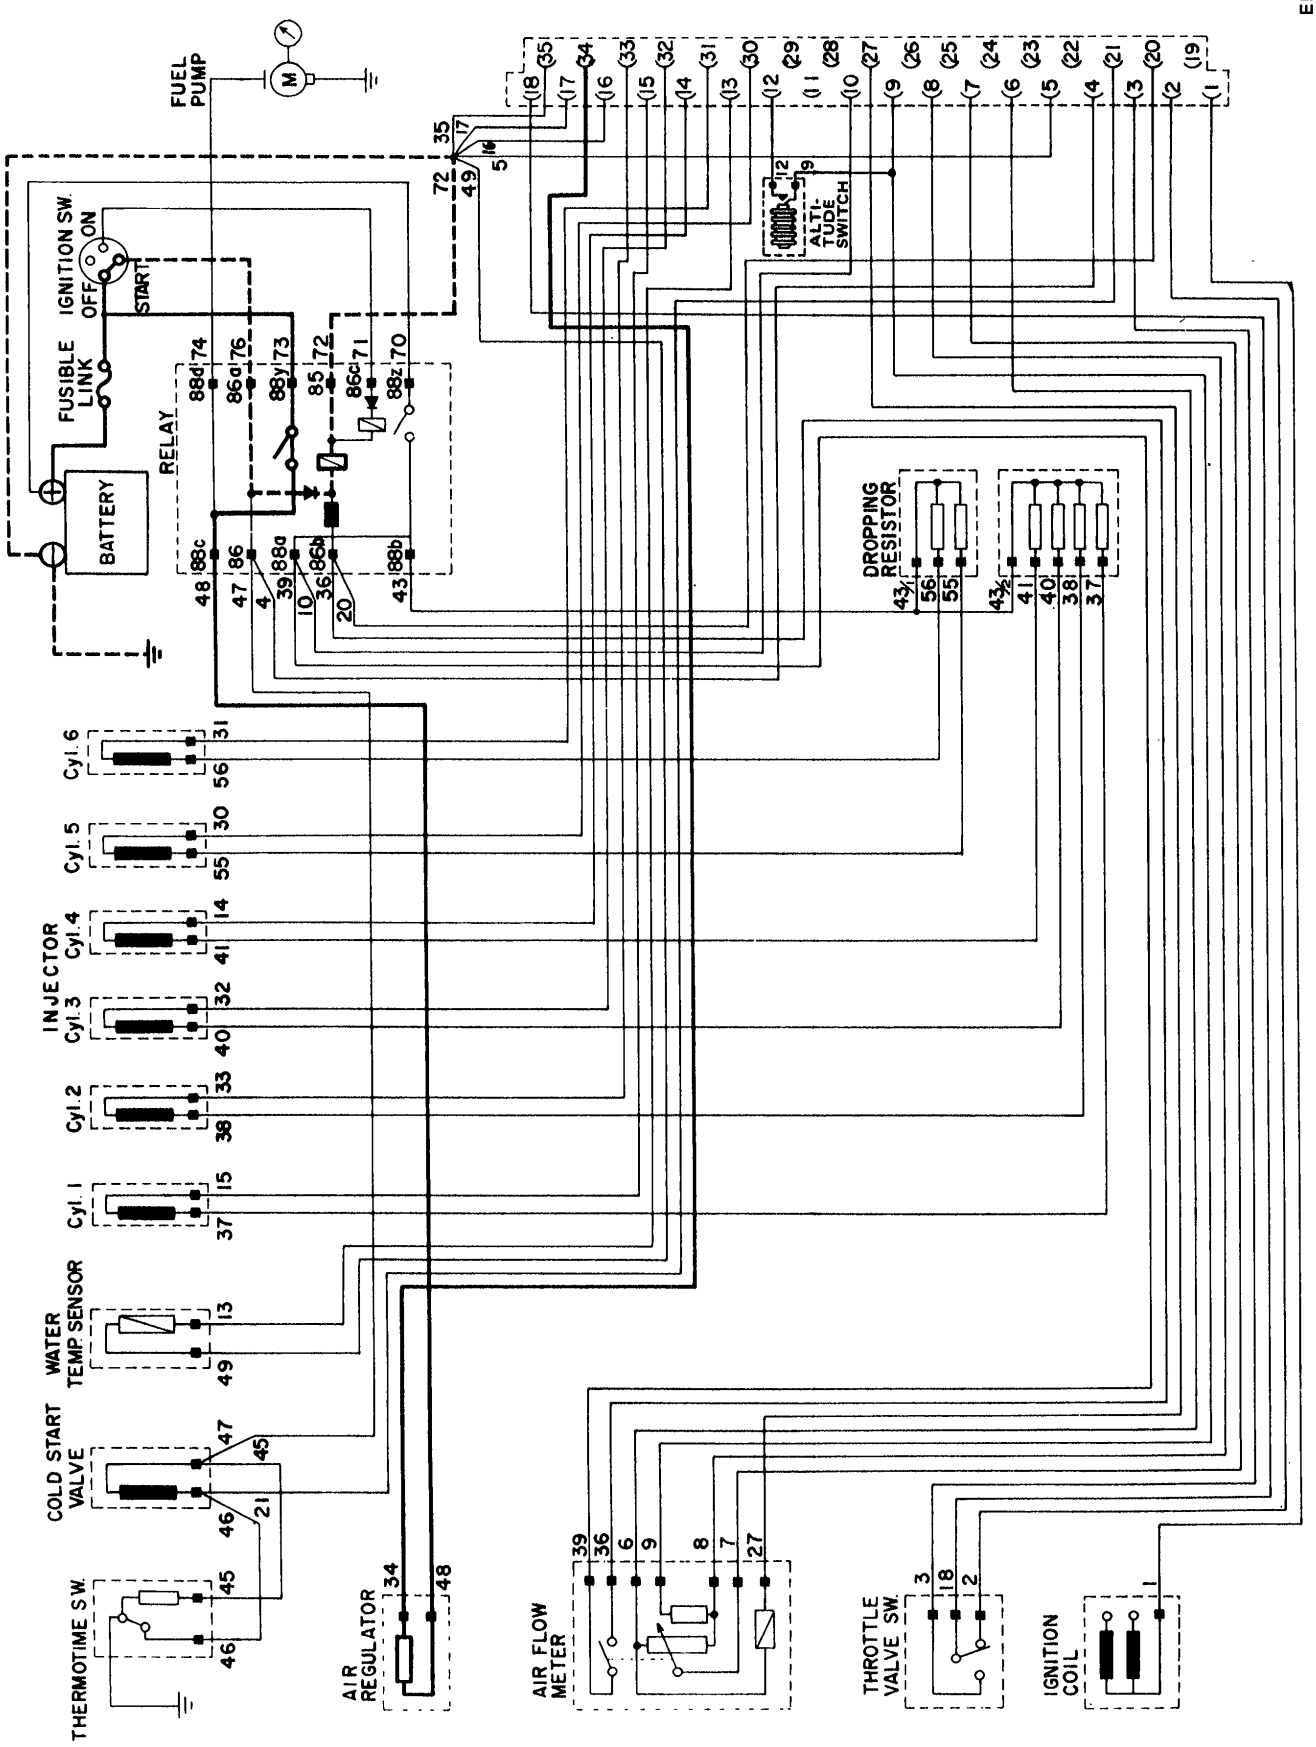

Fig. EF-61 Air regulator circuit
(2) Air regulator
- Check the circuit indicated by large solid and dotted lines in Figure EF-61.
(3) Cold start valve and thermotime switch